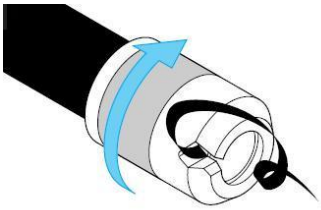

Figura 1
1. Smussare il tubo in PE con lo smussatore Hawle n. 6000 o con prodotto equivalente (v. Figura 1)